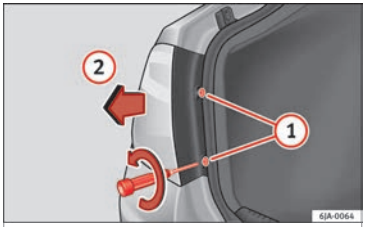

Fig. 98 Remove the rear light unit from side panel.
– Take the screwdriver or a Torx 20 key (T20) from the vehicle tool kit and loosen (turning anti-clockwise) and remove the two retaining screws that secure the front of the light ››› Fig. 98 ①, taking care not to lose them. »
– Pull the rear light unit backward (››› Fig. 98 (2)) to remove the light from its housing.